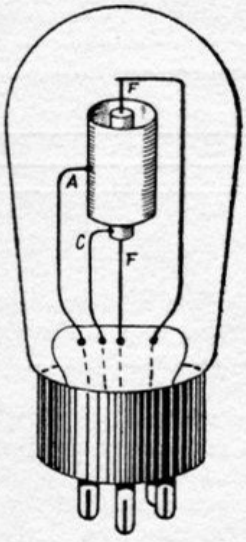

Fig. 25. De *diode*. F = gloeidraad. C = kathode. A = anode of plaat.
W. — Wij gaan in de lamp een electronenval opstellen! Dat is een cilinder (fig. 25), die op een zekeren afstand rondom de kathode wordt geplaatst en die ten opzichte daarvan positief wordt geladen met behulp van een batterij.